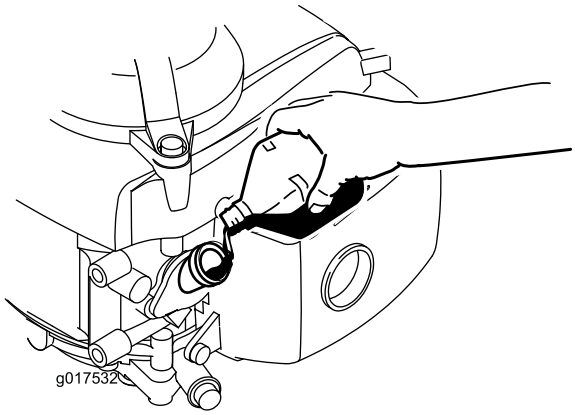

Figuur 6
3. Giet **langzaam** olie in de vulbuis. Wacht 3 minuten en controleer het oliepeil met de peilstok door de peilstok schoon te vegen en in de vulbuis te steken **zonder deze vast te schroeven** (Figuur 6).